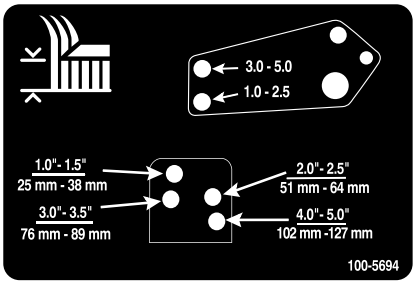

Figur 26
10. Still demperkoblingshullene på linje med braketthullene for valgte klippehøyde på klippeenhetens ramme, sett inn splittpinnene og monter hårnålssplintene (Figur 26).